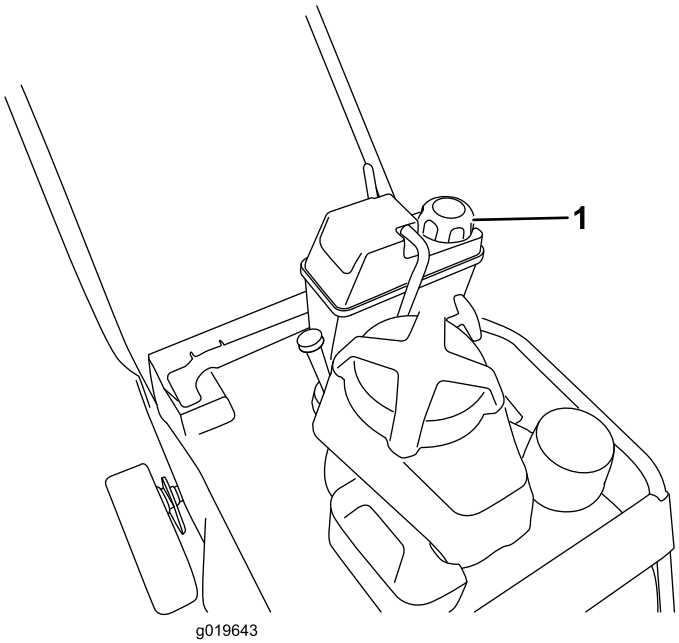

Figur 15
1. Rengør området rundt om brændstoftankens dæksel (Figur 15).